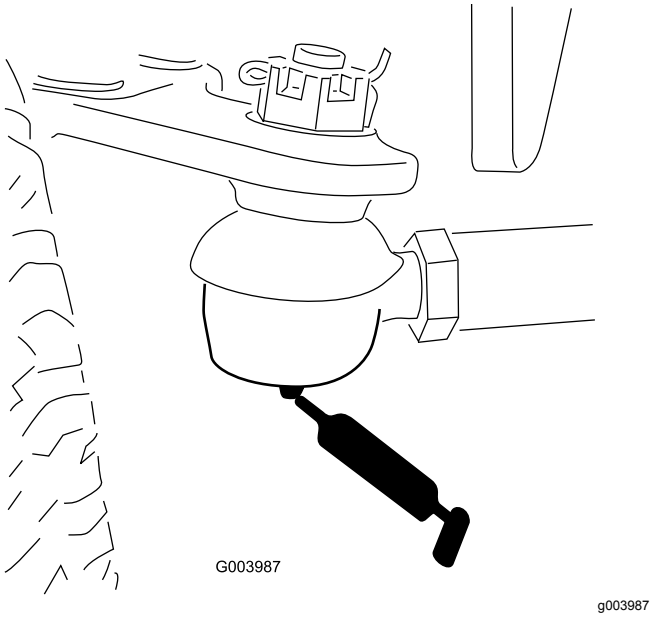

Figur 76
- Bakaxelns dragstång (2) (Figur 76)